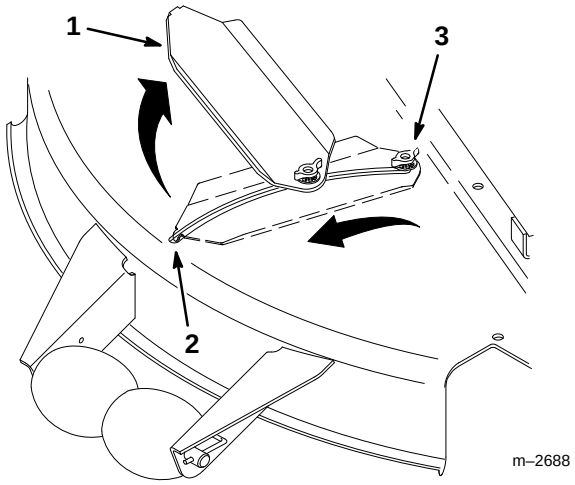

Figure 32
2. Hex Head Bolt (2)
3. Locknut (2)
4. Flat Washer (2)
5. Loosen the wing nut on the front cover shaft (Fig. 32).
6. Lift the tab on the end of the slot cover up and out of the slot in the deck, then rotate the slot cover 180 degrees (Fig. 32).